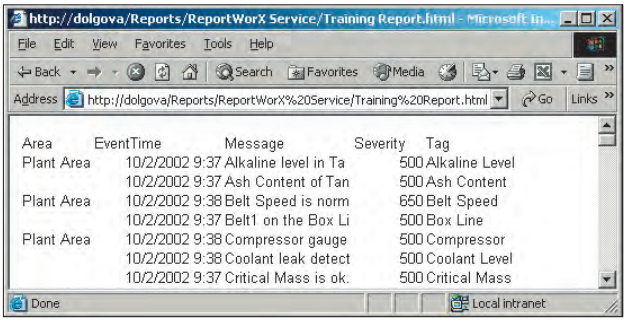

Рис. 36. Просмотр отчёта, опубликованного на Web-сайте
5. Результат Web-публикации отчёта можно увидеть в соответствующей папке, как показано на рис. 36.